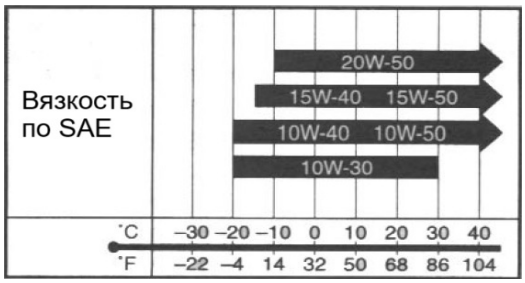

Рис. 17. Выбор вязкости
[Подбор] (Рис. 17)
- вязкость по SAE согласно диаграмме на рис. 17.